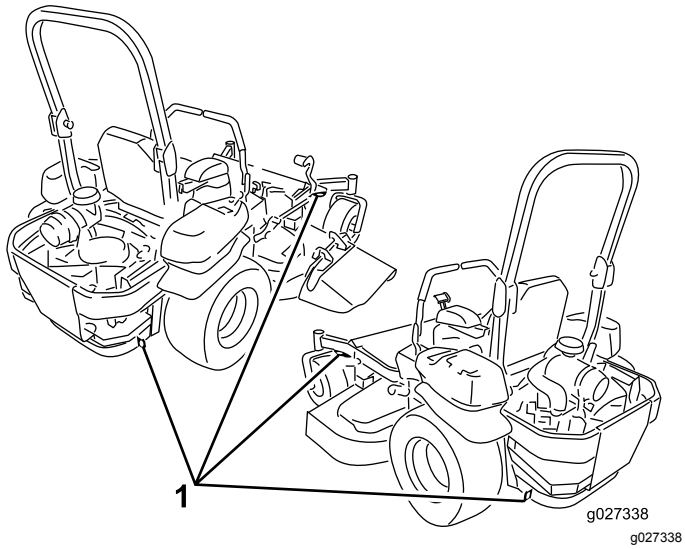

Figura 39
5. Utilice los puntos de amarre de la máquina para sujetar la máquina firmemente al remolque o al camión con correas, cadenas, cables o cuerdas (Figura 39).